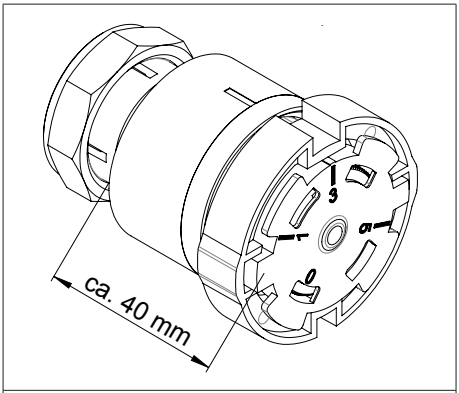

Abb. 22: Abstand Anfang und Ende der Fühlereinheit
(1)	Anzeigestrich
- Der Abstand zwischen Anfang und Ende der Fühlereinheit muss ca. 40 mm betragen (siehe Abb. 22 auf Seite 17).